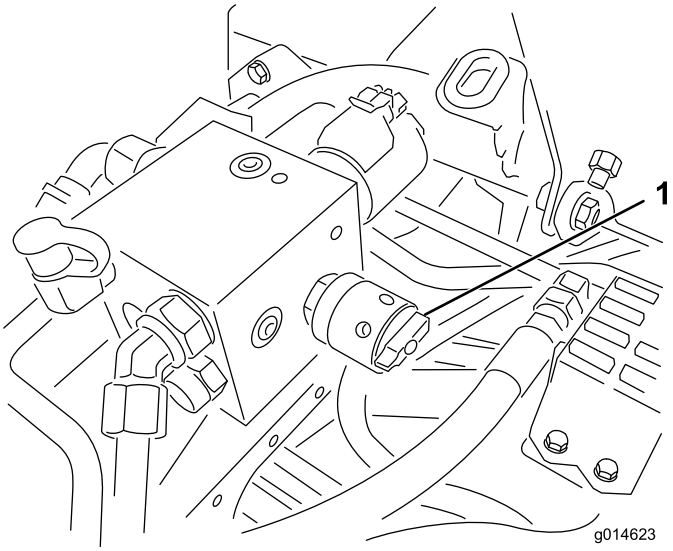

Figur 55
6. Drej hastighedsregulatoren til knivcylindre til indstillingen 1 (Figur 55).